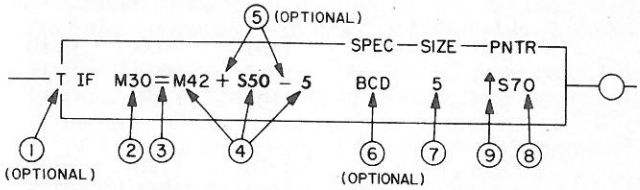

Figure 14.6 — Matrix IF Instruction
A matrix is defined as a group of consecutive registers. The general format of a matrix IF instruction is shown in Figure 14.6. A matrix IF instruction can contain a matrix on one or both sides of the comparison symbol.
7. This entry determines the size of the matrix. This value specifies how many consecutive registers, starting with the register addresses preceded by an "M", will be used in the matrix operation. For example, in Figure 14.6 the size is five, thus the registers in each matrix will be as follows: